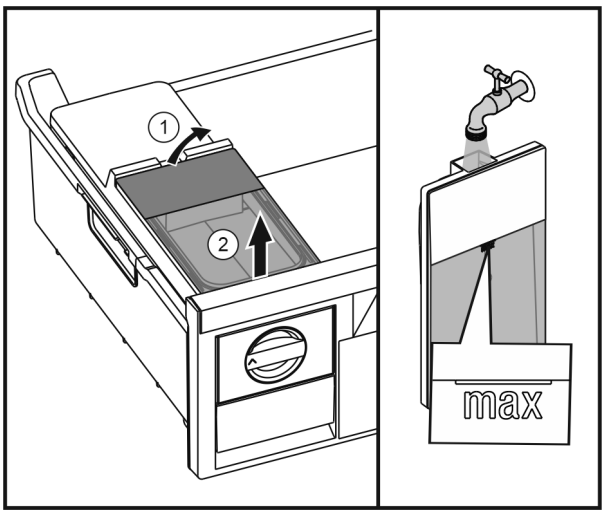

Fig. 37
▶ Підняти бак для води ззаду *Fig. 37 (1)* та вийняти вгору *Fig. 37 (2)*.